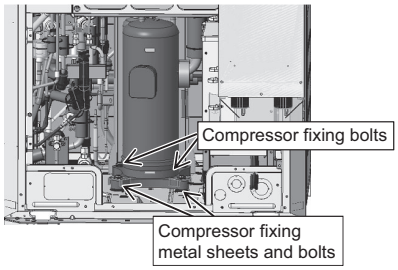

Figure 8
(8) Remove the four bolts holding the compressor down. (See Figure 8.)